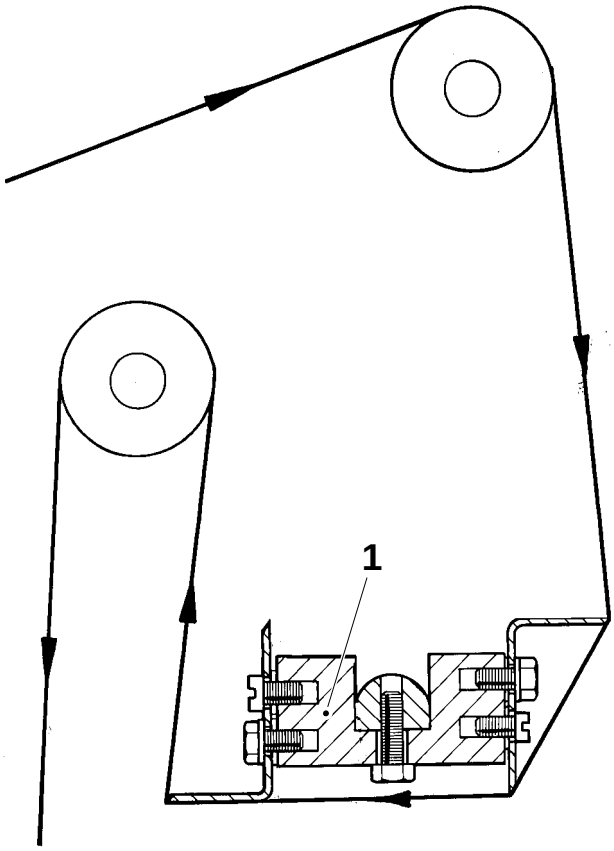
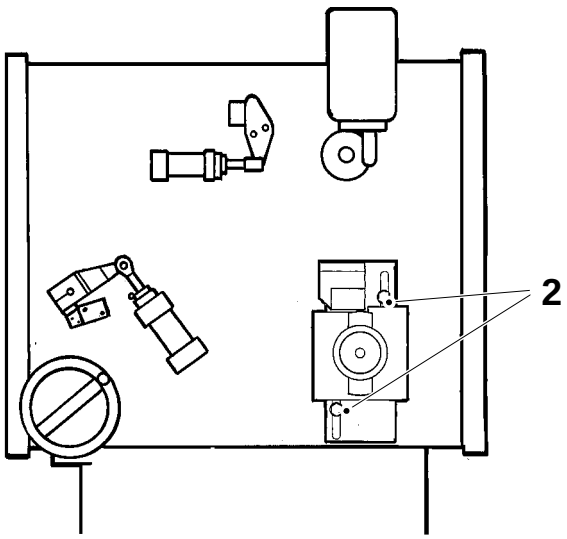

Fig. 1
Fig. 2
c) Synchronize the creases of the web with the design correction crease wheel (1).
e) Loosen the screws (2), see fig. 2, on both sides of the sterile house and shift the design correction crease wheel (1) up or down to get it horizontal, see fig. 1.